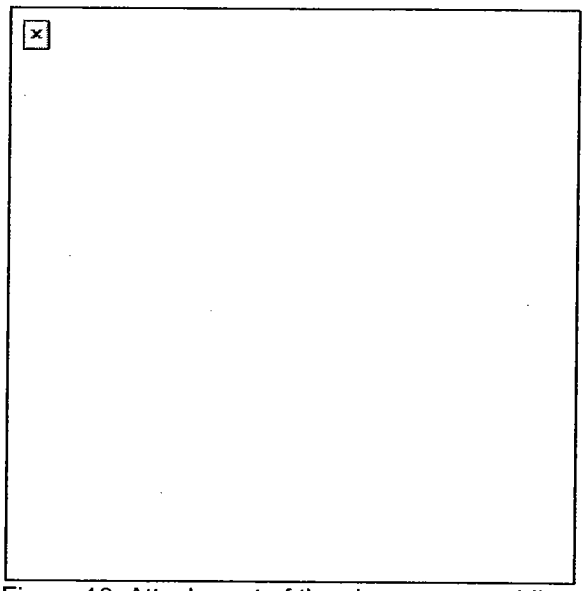

Figure 16. Attachment of the charger assemblies.
a. Attach the charger assemblies (both sides) (Figure 16).